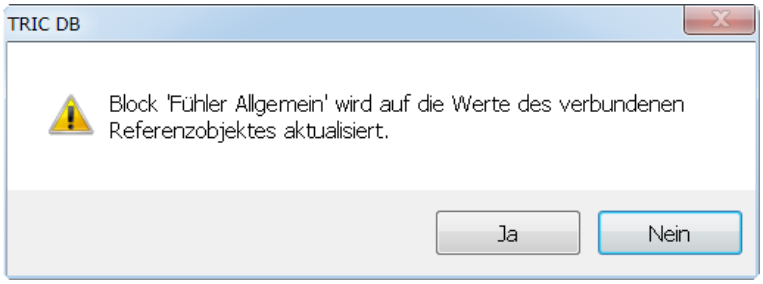

Bild 32.32 – Abfrage der Aktualisierung von Referenzobjekten in Feldgeräten
- Wenn Sie beide Dialogboxen bestätigen, so erscheint eine Warnmeldung über die Aktualisierung. Bestätigen Sie auch hier (Abb. 32.32).